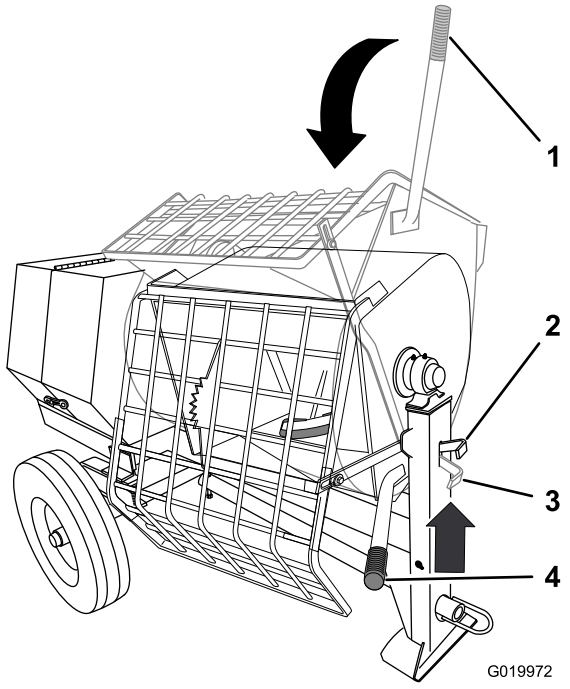

Figure 40
2. Saisissez la poignée de vidage de la main gauche (Figure 40).
3. Levez la poignée du verrou de la cuve (Figure 40).
4. Placez les deux mains sur la poignée de la cuve et tournez-la dans le sens antihoraire pour décharger le contenu de la cuve (Figure 40).
5. Tournez la poignée de vidage **dans le sens horaire** jusqu'à ce que le verrou de la cuve bloque celle-ci en position redressée (Figure 40).